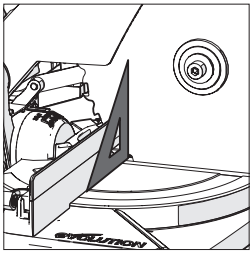

Fig. 9
- Puneți raportorul pe masă cu o latură scurtă lipită de masă și cealaltă latură scurtă lipită de disc (evitați vârfurile de TCT ale dinților discului) **(Fig. 9)**.